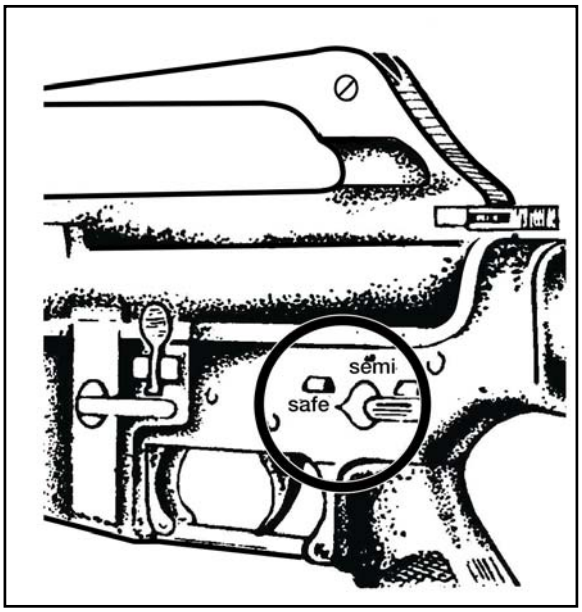

Figure 071-311-2025-1. Selector lever on safe
- **c.** Turn the selector to SAFE (figure 071-311-2025-1).